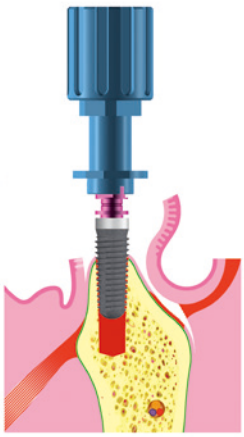

图 8: 手持蓝色手柄植入种植体。
▶ 步骤 8: 利用蓝色手柄和携带体将种植体从包装内取出，手持蓝色手柄，将种植体植入到种植窝内。（图 8）